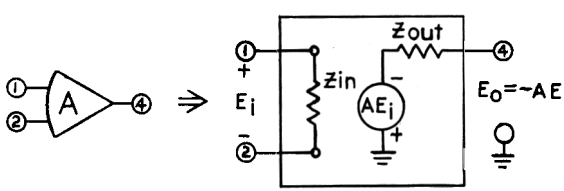
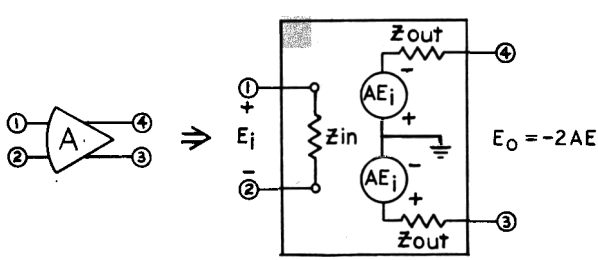

Fig. 6. Circuit model of the operational amplifier.
Fig. 7. Circuit model of the differential output operational amplifier.
The simplified models of the differential input operational amplifiers are shown in Fig. 6 and 7. As indicated in Fig. 6, the operational amplifier can be represented by an ideal voltage source whose value depends on the input voltage appearing across pins (1) and (2) plus the effects of finite input and output impedances. The value, A, is known as the open loop (without feedback) gain of the operational amplifier.
The simplified model of the differential output type (Fig. 7) is an accurate approximation only under special conditions of feedback (see page 21). Fig. 6 represents the model of the differential output type when it is used as a single ended output device, pin (3) simply being ignored.